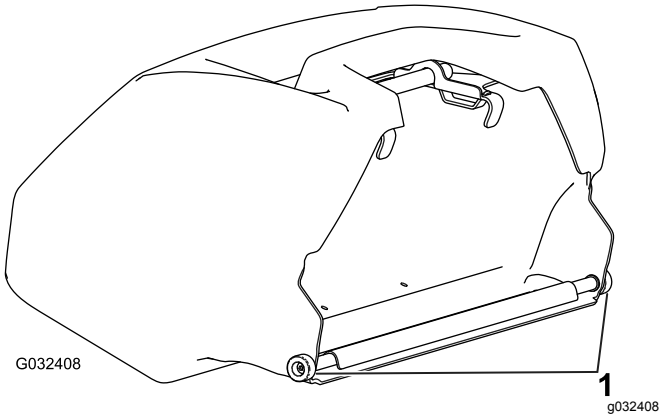

**Rysunek 22**
***Ważne:*** **Jeżeli kiedykolwiek upuścisz kosz, sprawdź punkty stykowe wspornika w pobliżu dolnej krawędzi kosza pod kątem uszkodzeń (Rysunek 22). Przed użyciem kosza należy je wyprostować.**